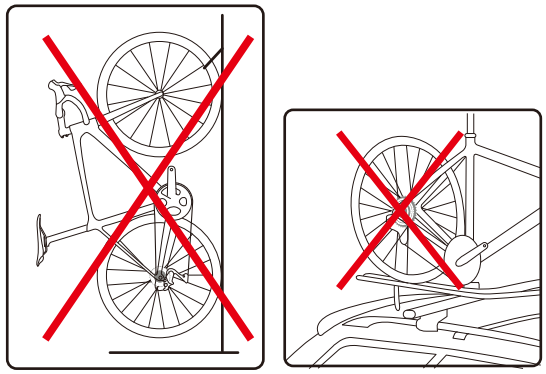

图 12
- 碳纤轮组可能因不正确的收纳方式造成损伤，不可采用吊挂方式陈列 (图12)。